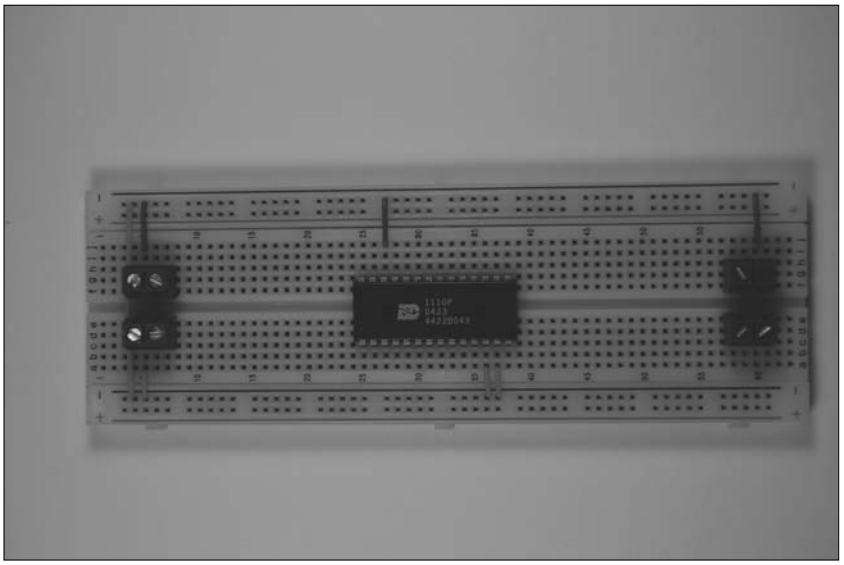

Figure 14-5: Connect components to the ground bus.
2. **Insert wires to connect each component and terminal to the ground bus and insert a wire between the two ground buses to connect them, as shown in Figure 14-5.**